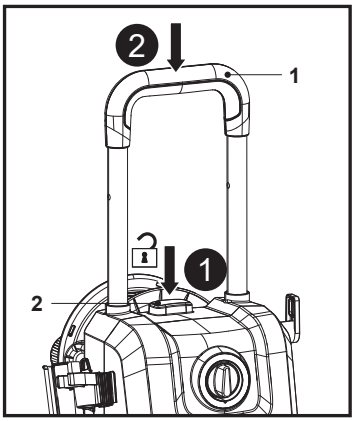

Fig. 17
2. Mantenga pulsado el botón de bloqueo del asa (2) y, a continuación, presione el asa de transporte (1) para retraerla (Fig. 17).